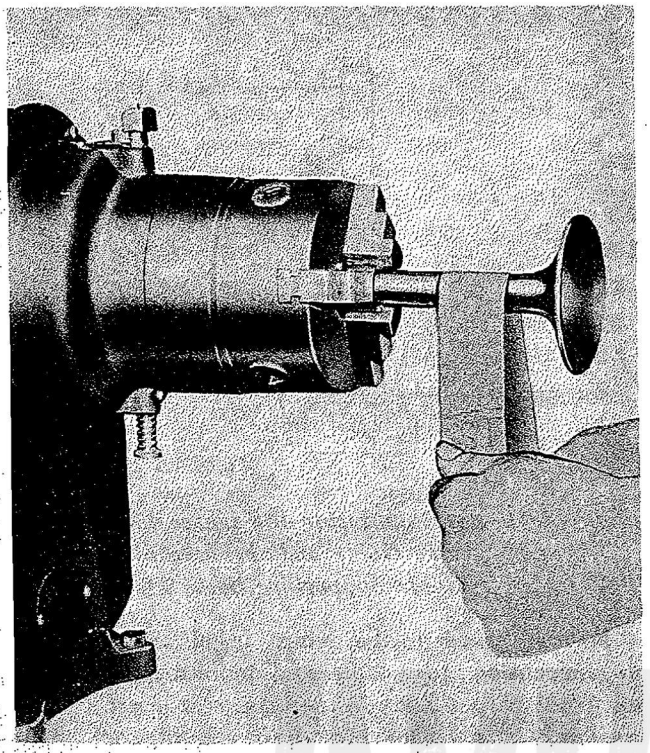

Figure 174—Polishing Valve Stems
d. Valve stems become glazed, discolored and in some cases coated with carbon during engine operation. These surfaces should be polished by the use of a stitched cloth type buffing wheel which will remove the carbon deposits and discoloration but will not disturb the glaze, or by the use of crocus cloth and gasoline with the valve stem locked in a rotating lathe chuck as in Figure 174. Exhaust valves have nitrided stems and stellite faces. Do not attempt to remove score marks or pitting which require removal of more than .005 in. metal from the stem.